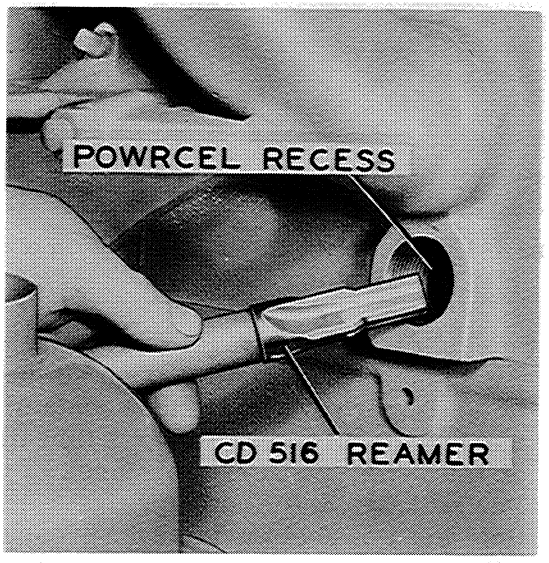

Figure I-46
a. Use the CD 516 Carbon Reamer provided in the CD 550 or CD 800 Tool Kit to clean the contacting surfaces of the cylinder head so the Powrcel will seal with the head after installation, Figure I-46.
CAUTION The groove in the Powrcel Body must be aligned with the Powrcel Body Locating Pin that protrudes into the cylinder head recess, as shown in Figure I-46. Use care not to damage or break off the locating pin when installing the body. Never attempt to force the body into the cylinder head recess. The body should slide into the recess easily if all carbon has been removed and if the groove in the body is aligned with the locating pin.
2. Clean all carbon out of the front orifice of the Powrcel, Figure I-46, using a properly shaped piece of hard wood that is soaked in diesel fuel. DO NOT use a drill, reamer or any metal tool.